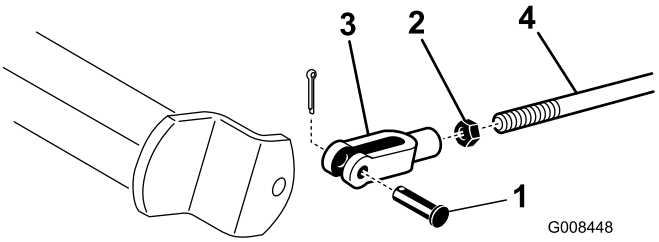

Figur 46
2. Hvis bremserne ikke låser lige meget, skal du afmontere bremsestængerne ved at fjerne låseclipsen og gaffelbolten (Figur 46).
3. Løsn kontramøtrikken, og juster gaffelstykket tilsvarende (Figur 46).
4. Monter gaffelstykket på bremseakslen (Figur 46).